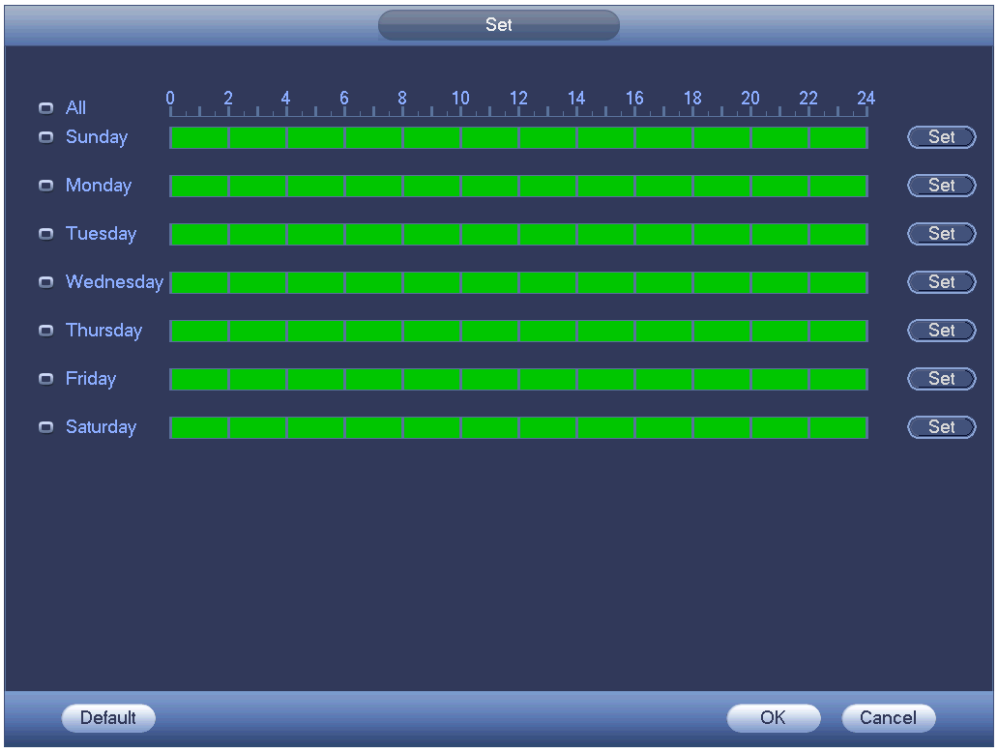

Figure 4-199
Step 1 Click Security question, enter the following interface. See Figure 4-199.